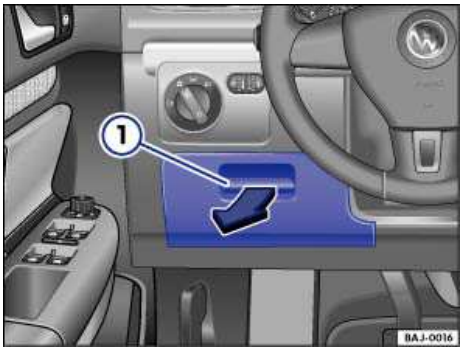

**Fig. 116** On the driver side: Storage compartment.
To *open* the compartment, push the release on the handle down ⇒ fig. 116 (1) in the direction of the arrow.